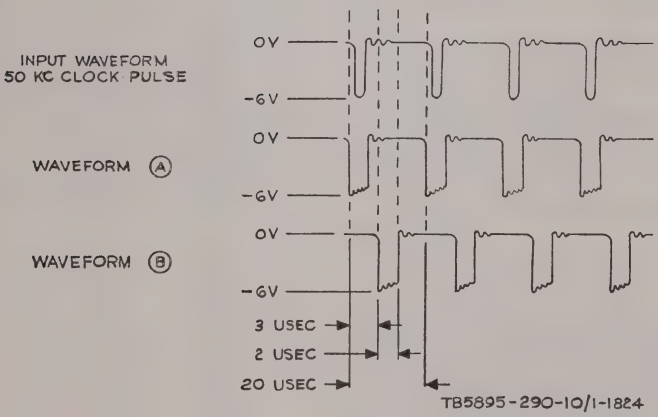

Figure 9. Blocking oscillator card assembly 542303, waveform diagram.
21. Blocking Oscillator Card Assembly 542303 (fig. 9)